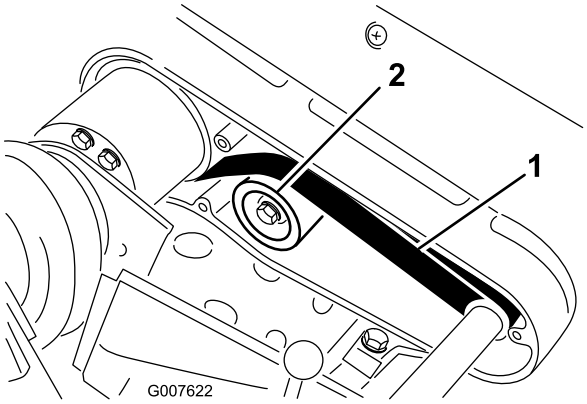

**Figur 38**
2. Kontroller remspændingen ved at trykke remmen ned midtvejs mellem remskiverne (Figur 38) med en kraft på 22 til 26 N. Remmen skal afbøje 6 mm.
A. Løsn styreremskivens monteringsmøtrik, og drej styreremskiven med uret mod bagsiden af remmen, indtil den ønskede remspænding opnås (Figur 38).